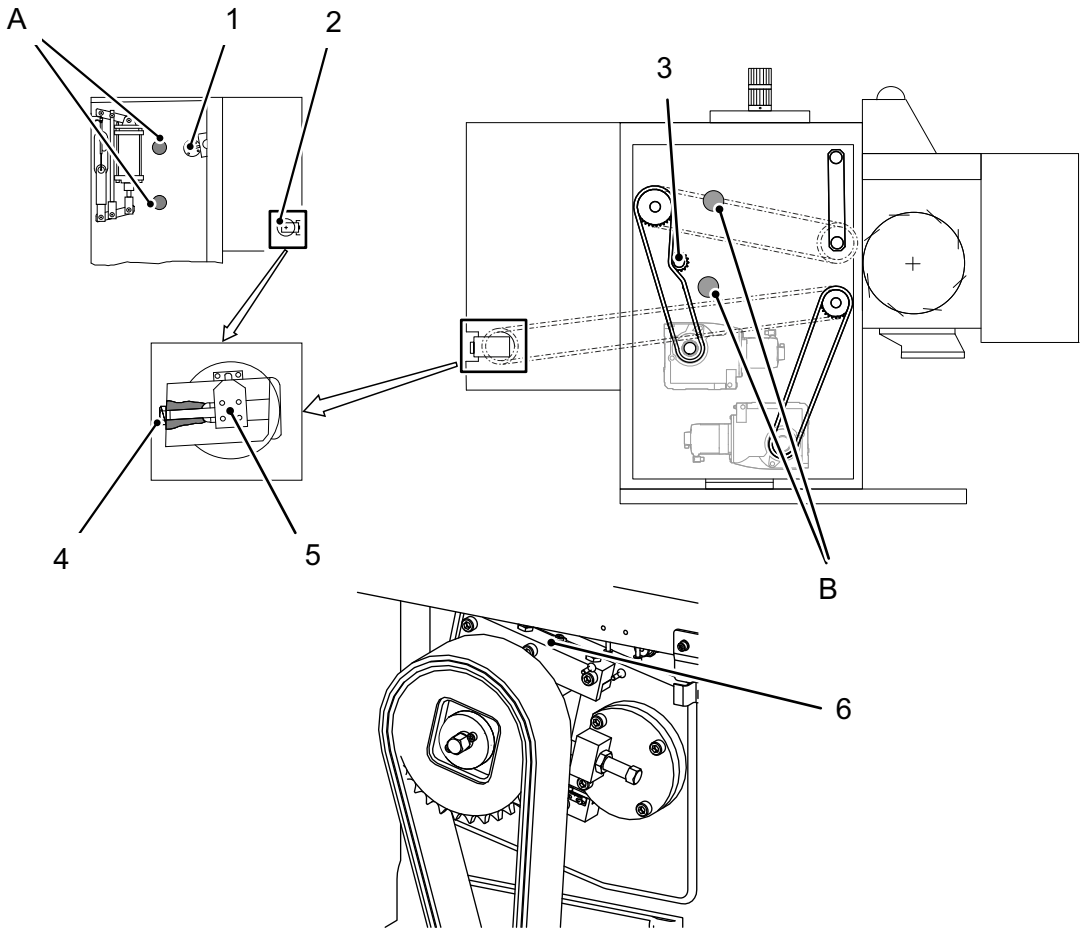

Fig. 11 Replacing the conveyor chain (0592_K100HWR.z.00044.00.svg)
11. Remove the covers from the assembly openings *(Fig. 11-A/B)*.